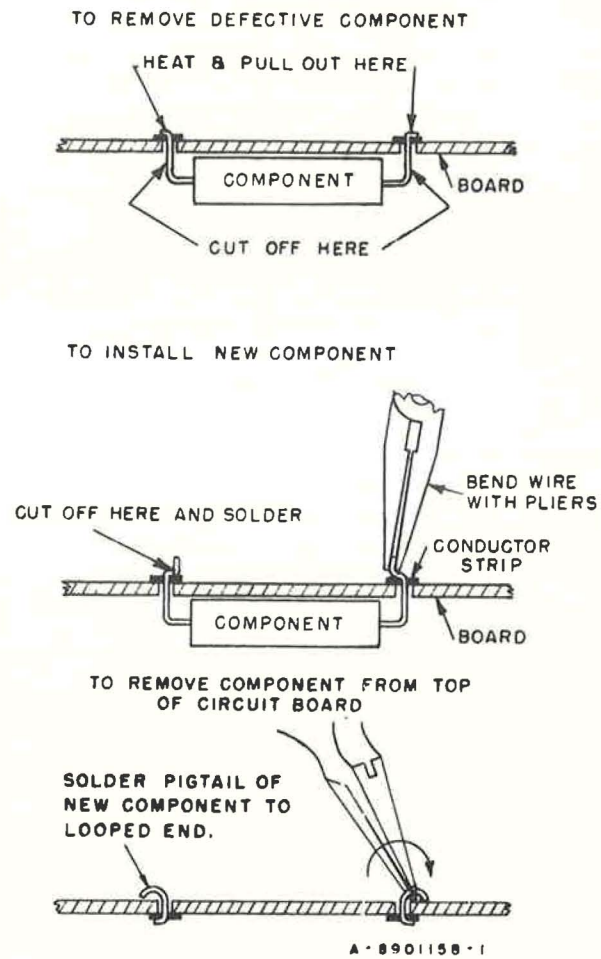

Figure 19—Replacement of Components in Printed Circuits
b. Using long nose pliers, form a loop of the lead ends as shown in figure 19.
c. To remove the defective component, snip the leads off at the component side of the board, see figure 19.
g. Crimp the wire tightly against the board (see figure 19), and cut off the excess component lead. Leave about 1/16 inch of wire protruding from the edge of the hole.